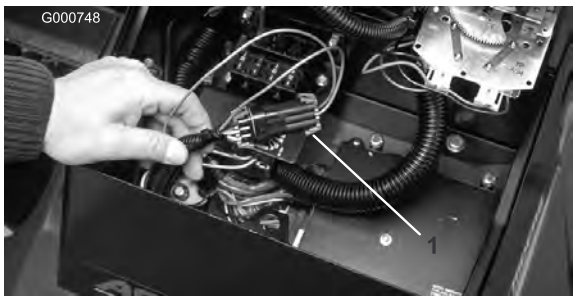

Bild 26
2. Öffnen Sie die Armaturenbrettabdeckung. Ermitteln Sie den Kabelbaum und den Rückführungsstecker. Ziehen Sie den Rückführungsstecker vorsichtig vom Kabelbaumanschluss ab (Bild 26).